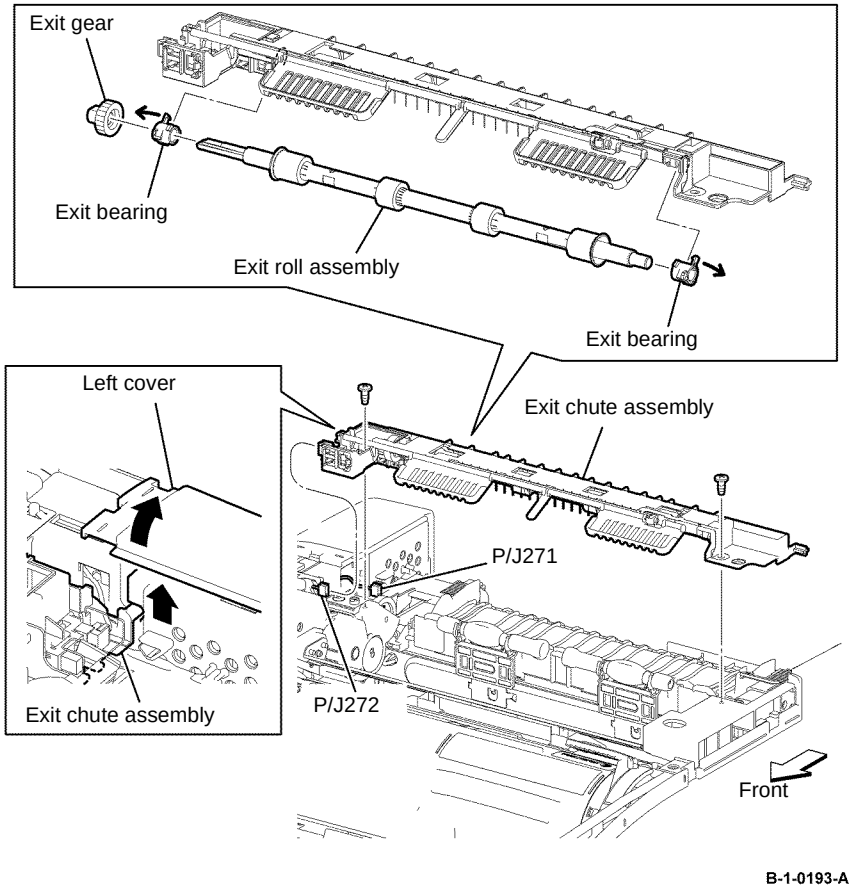

Figure 1 Exit chute assembly and exit roll assembly removal
8. Remove two screws (silver, M3, 6mm) that fix the exit chute assembly to the printer. Lift the exit chute assembly in the arrowed direction, then disconnect P/J272 from the photo sensor, Figure 1.
9. Bend the left cover release the two bosses of the exit chute assembly from the printer, then lift the exit chute assembly in the arrowed direction, Figure 1.
10. Disconnect PJ271 from the exit sensor, then remove the exit chute assembly, Figure 1.
11. Remove the exit gear. Release the hook that fixes the exit bearing, then remove the exit bearing and the exit roll assembly, Figure 1.